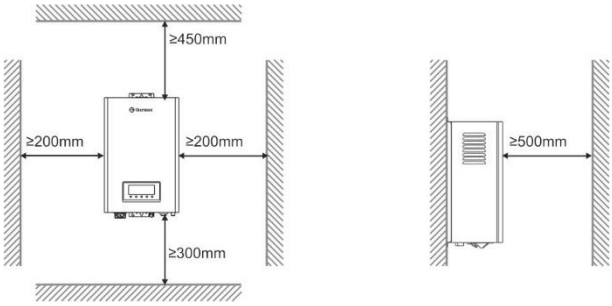

Рис. 5. Минимальные расстояния от электрического котла до поверхностей.
7.3.1. Размещение прибора на стене (Рис.5)